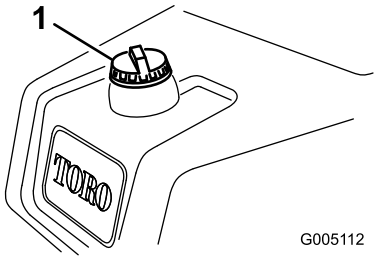

Figuur 21
1. Reinig de omgeving van de dop van de brandstoftank en verwijder de dop (Figuur 21).